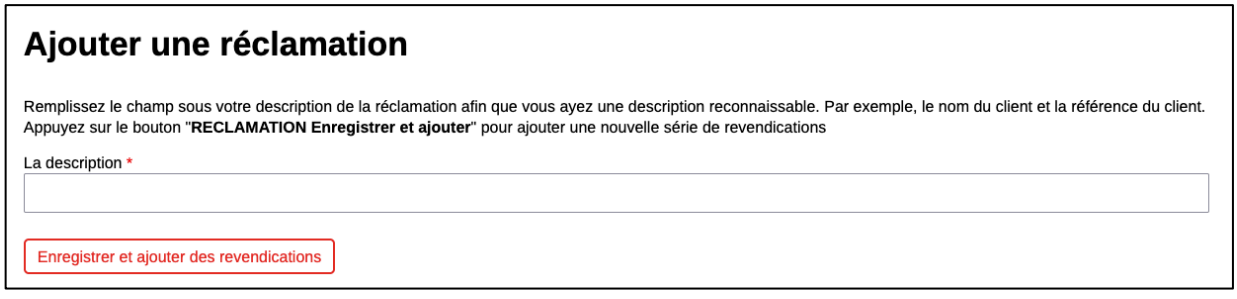

Figure 6
Pour commencer une nouvelle réclamation, cliquez sur le bouton «Ajouter une réclamation». Vous entrerez alors dans une nouvelle fenêtre, voir *Figure 6*.
3.1. Nom de la réclamation *(Figure 6)*